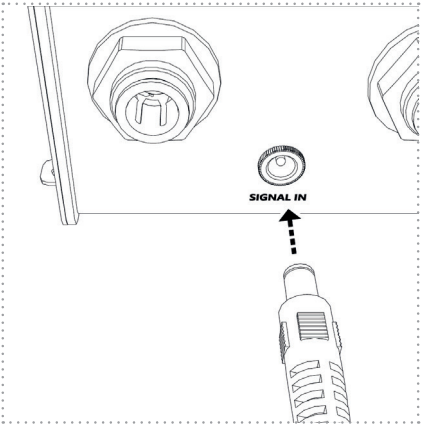

Figure 21
6. Ensuite, enfichez la fiche du câble de raccordement (signal) dans la prise prévue à cet effet sur l'unité UV (figure 21).